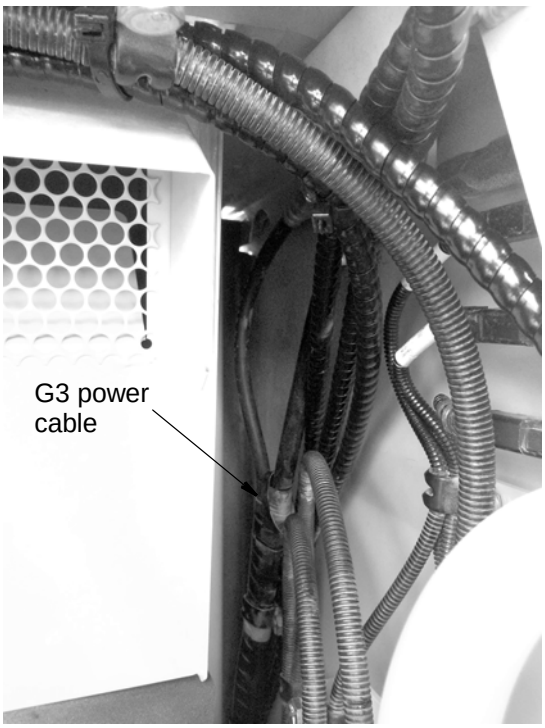

FIG. 41
5. Route the G3 power cable through the back of the engine bay toward the center of the machine. Either feed the power cable through the access grommet or through the foam insulation in the back of the engine bay (FIG. 41).